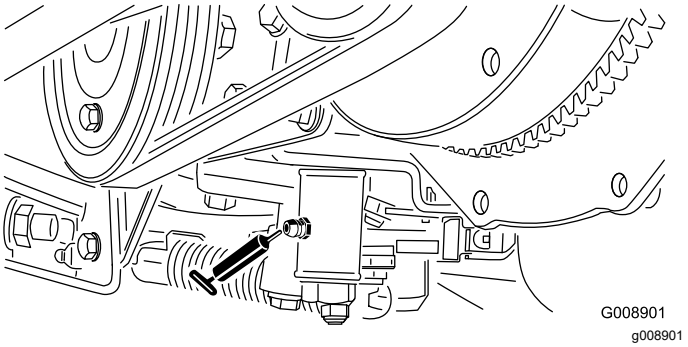

Figur 67
2. Placera domkraften för att lyfta upp maskinens bakre del under bakhjulsmotorn. (Figur 67).
- Justeringsmekanism för neutralläge (Figur 67)